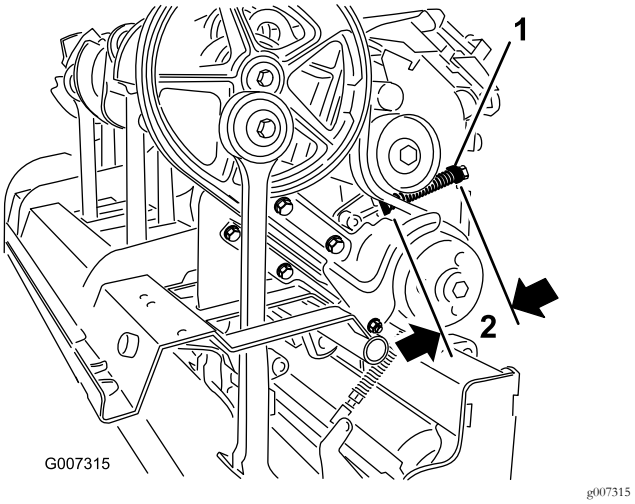

**Figur 35**
C. Løsn låsemøtrikken, der fastgør fjederholderen (Figur 35).
D. Juster fjederholderen, så den opnår den ønskede fjederlængde, når den komprimeres (Figur 35).